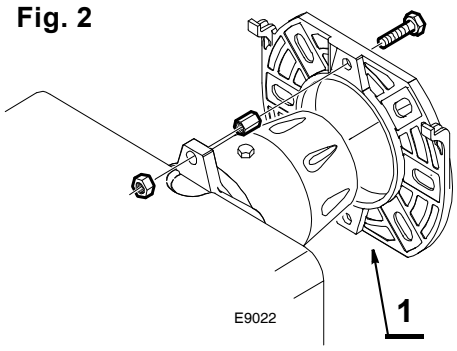

Fig. 2
- Insérer sur la bride (1) la vis et deux écrous, (voir fig. 2).